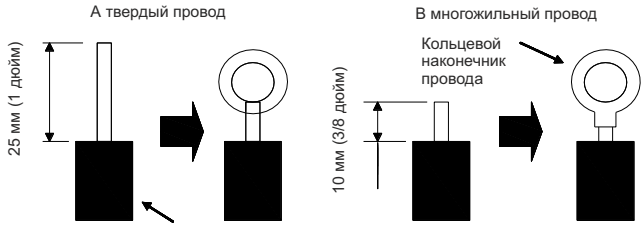

Рис. 4.37
(1). Для кабеля с одножильными проводами (Рис. 4.37)
(2). Для кабеля с многожильными проводами (Рис. 4.37)